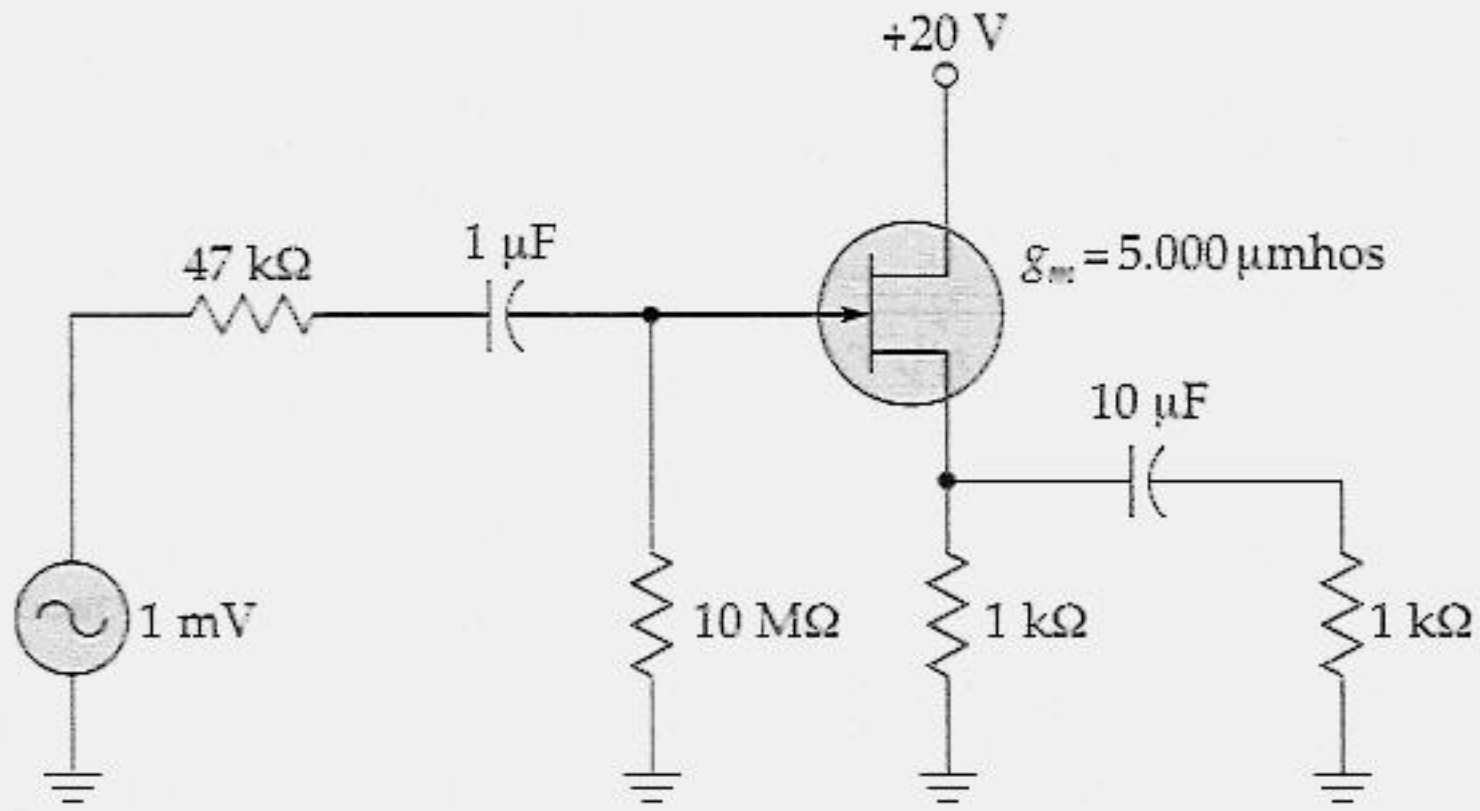

Figura 16.40
16.40 Quais são as freqüências críticas dos circuitos de acoplamento na Figura 16.40?